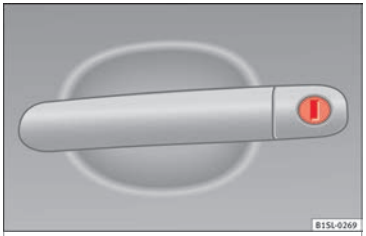

Fig. 137 Driver side door handle with lock cylinder
- Insert the key shaft into the lock cylinder to unlock or lock the vehicle ››› **Fig. 137**.